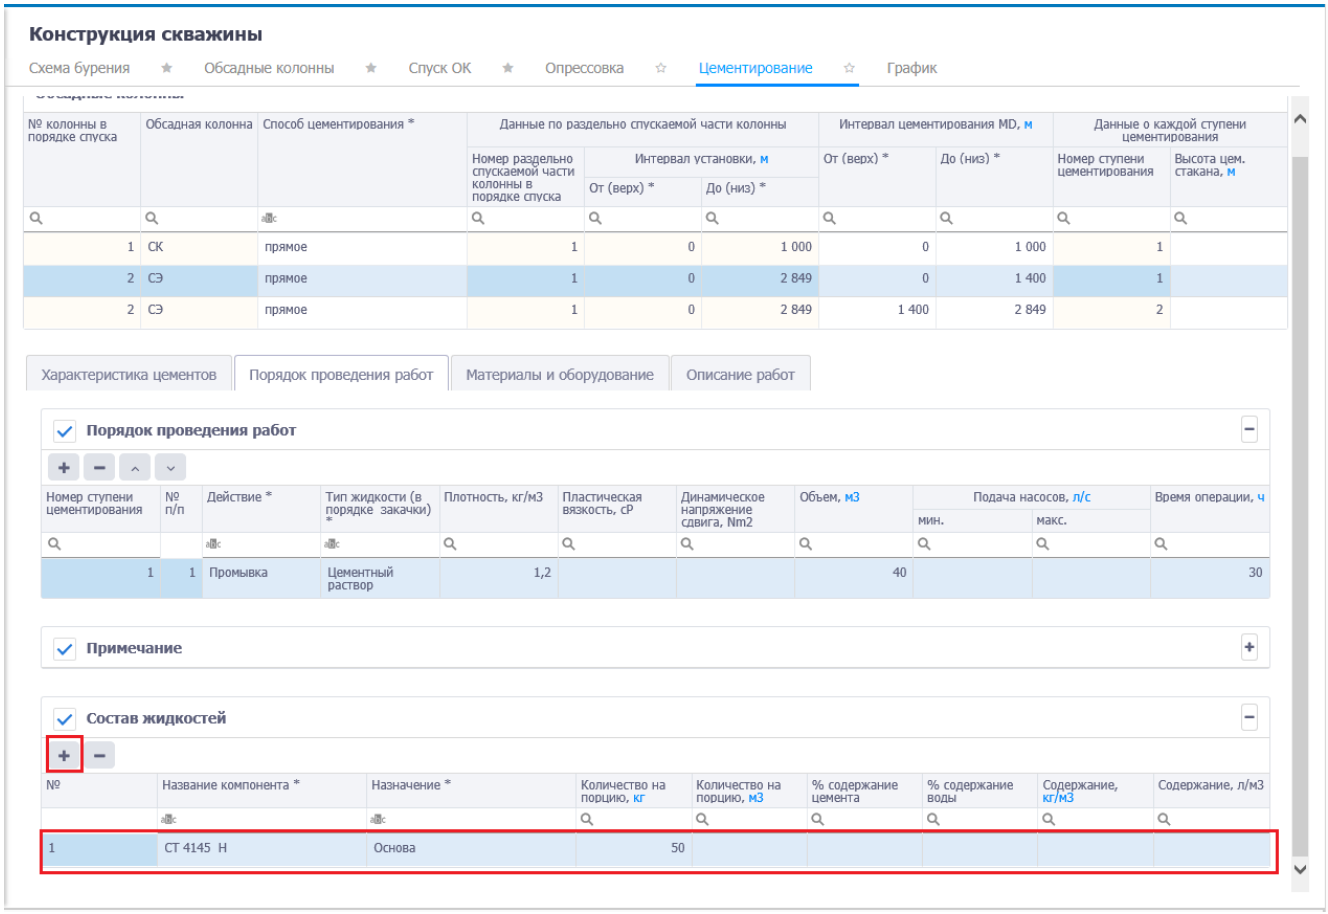

Рис. 3.131
2) В таблице «Состав жидкостей» на вкладке «Порядок действий» станет активна кнопка (Добавить). Следует нажать кнопку и ввести параметры жидкости стандартным для приложения образом (рис. 3.131).